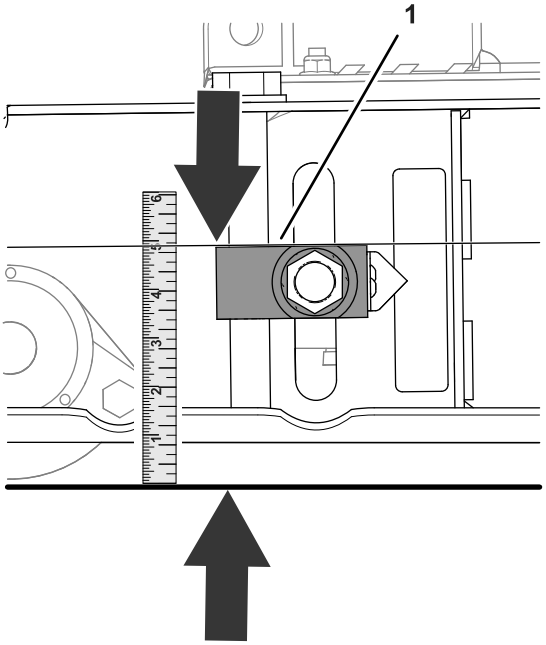

Figur 81
2. Mät avståndet mellan justeringsblockets ovansida ned till marken (Figur 81).